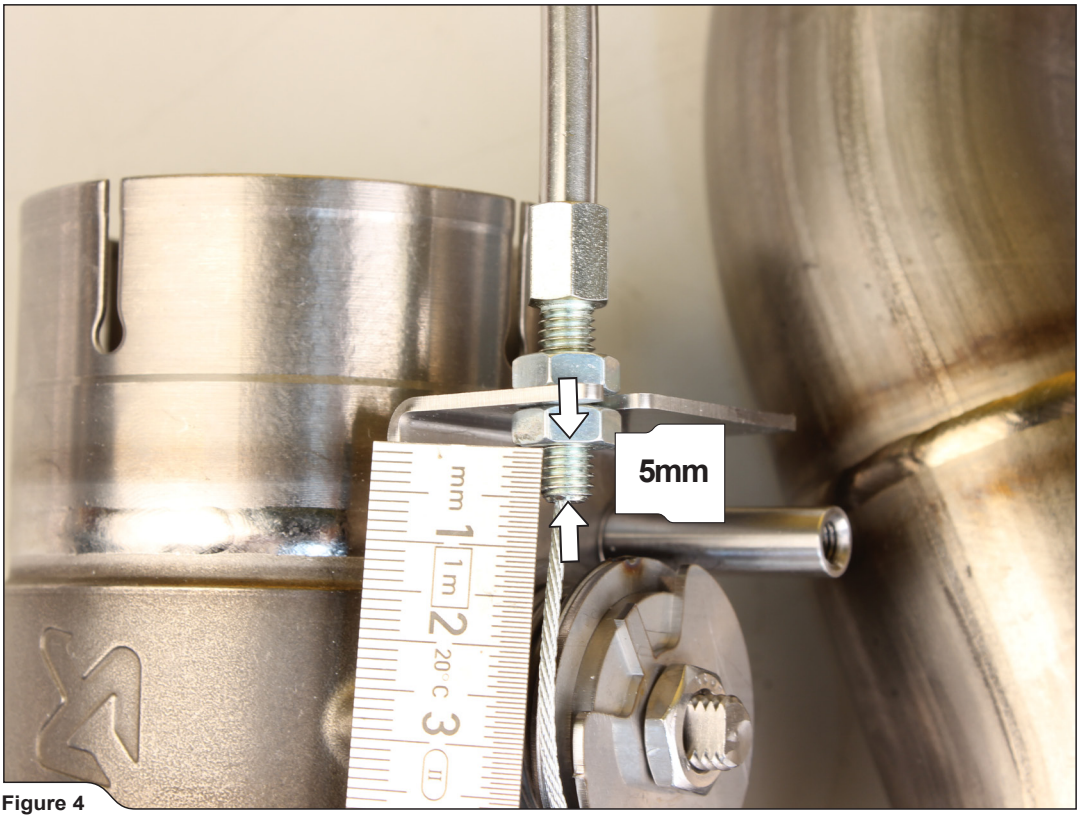

Figure 4
3. Assemble the non-ABS type valve's cable (longer) onto the valve and adjust the cable adjuster exactly as shown **(Figure 4).**